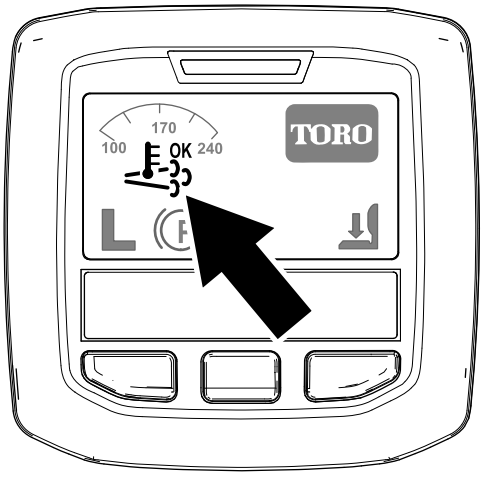

Figur 26
- Ikonet for assister/nulstil-regenerering vises i infocenteret (Figur 26).